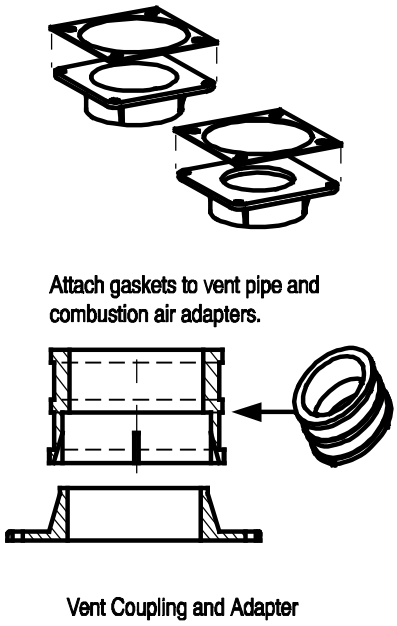

Fig. 43 - Vent Coupling and Adapter with Gaskets
1. Apply the gaskets to the vent pipe and combustion air pipe adapters. If supplied, remove and discard round center "slug" from interior of gasket. See Fig. 43.